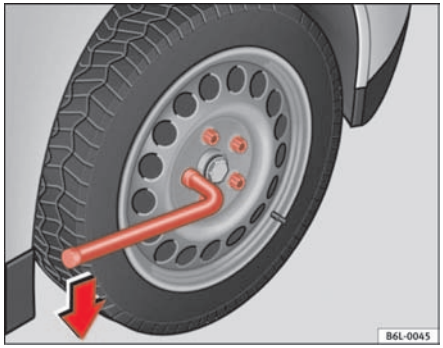

Fig. 131 Changing the wheel: Loosening the wheel bolts
– Grasp the box spanner by the end turn it about one full turn to the **left** ⇒ fig. 131.